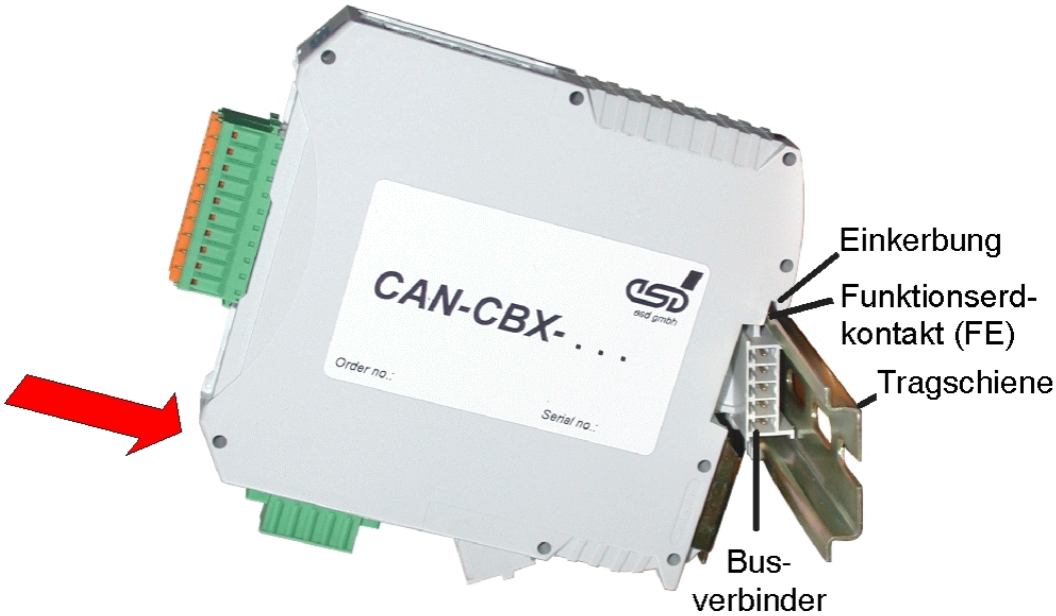

Abb. 7 : Einsetzen des CAN-CBX-Moduls
3. Schwenken Sie nun das CBX-Modul auf die Tragschiene auf, indem sie das Modul entsprechend der Pfeilrichtung in Abbildung 7 nach unten an die Tragschiene heran drücken. Dabei wird das Gehäuse durch die Führungsschiene des Busverbinders mechanisch geführt.